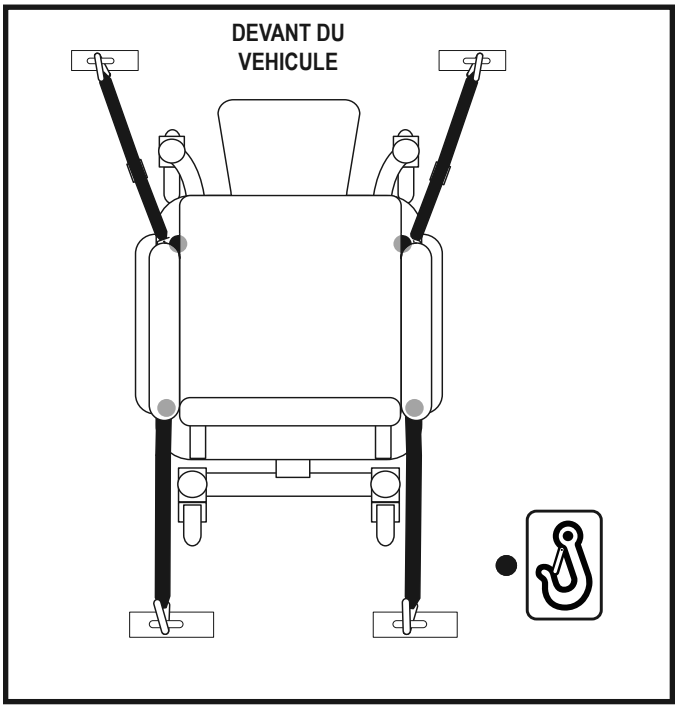

Figure 1. Ancrage du fauteuil motorisé
- Positionnez les points d'ancrage arrière des courroies directement derrière le fauteuil motorisé. Les points d'ancrage avant sont disposés plus loin de chaque côté du fauteuil motorisé afin d'augmenter la stabilité latérale. **Voir la figure 1.**